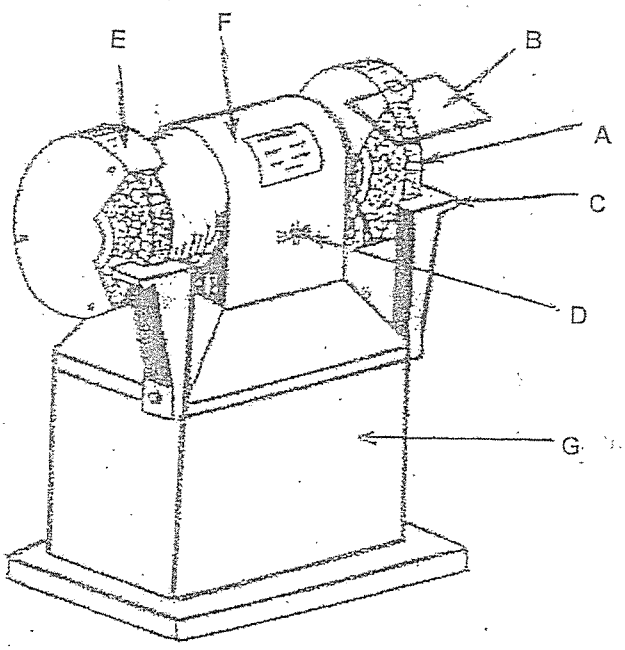

FIGURE 1
1.3 FIGURE 1, DIAGRAM SHEET 1 (attached) shows a pedestal grinding machine.